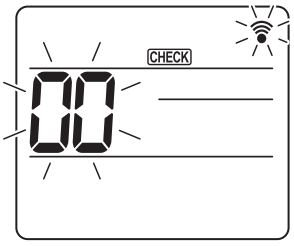
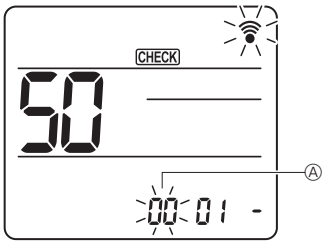
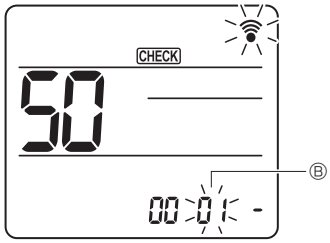
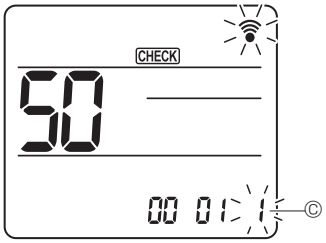

Fig. 7-16
Fig. 7-17
Fig. 7-18
Fig. 7-19
7.4.2. À l'aide de la télécommande sans fil (Fig. 7-16, Fig. 7-17, Fig. 7-18, Fig. 7-19)
① Accès au mode de sélection des fonctions
[CHECK] s'allume et "00" clignote. (Fig. 7-16)
Appuyez sur les touches [⇕] pour régler le numéro d'appareil Ⓐ. (Fig. 7-17)
Appuyez sur les touches [⇕] pour régler le numéro de mode Ⓑ . (Fig. 7-18)
Utilisez la touche [⇕] pour changer le numéro de réglage Ⓒ. (Fig. 7-19)